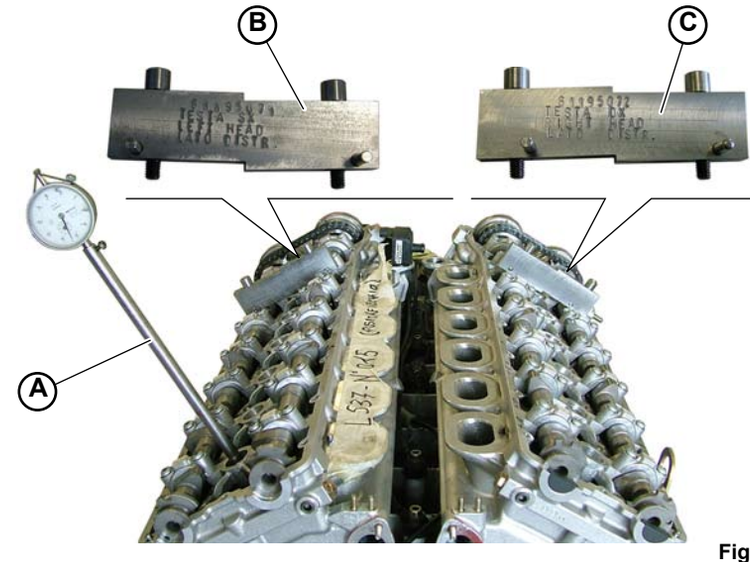

Fig.5
2. Assemble the dial gauge (**A-Fig.5**) on cylinder no. 1.
4. Assemble the timing tools on the heads **(000200-12c)**, being careful to install the LH tool on the left head (**B-Fig.5**) and the RH tool on the right head (**C-Fig.5**).